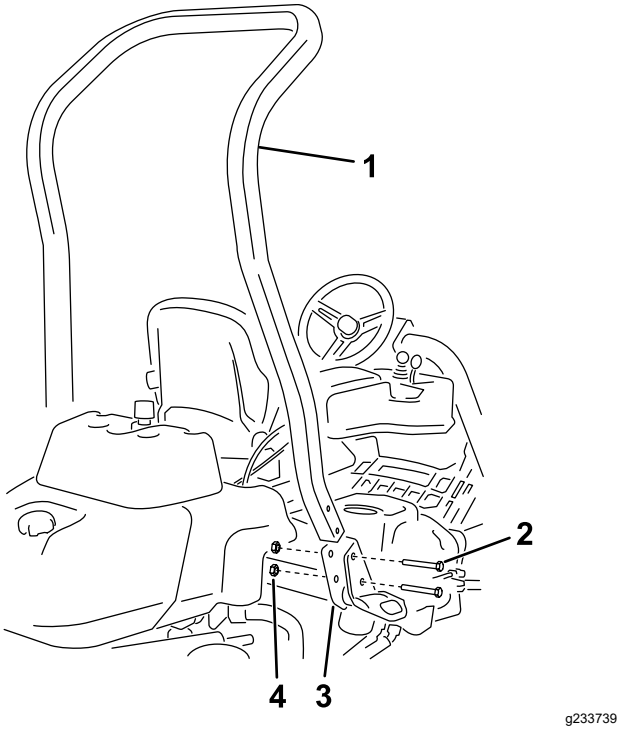

Figuur 3
3. Gebruik 4 bouten (½" x 3¾") en 4 flensmoeren (½") om de rolbeugel te monteren in de beugels van de rolbeugel aan weerszijden van de machine; zie Figuur 3.